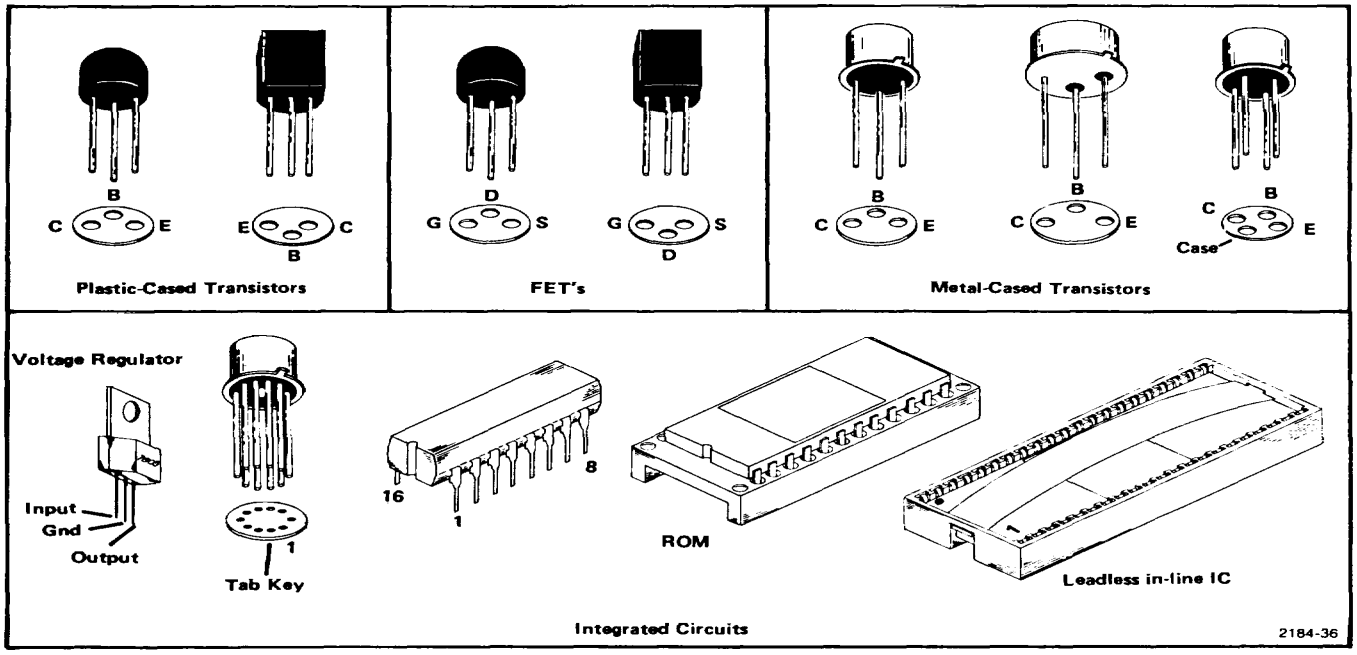

Fig. 5-4. Electrode configuration for semiconductor components.
Transistor and Integrated Circuit Electrode Configuration. Lead identification for the transistors is shown in Fig. 5-4. IC pin-out diagrams are shown, when necessary, on the back of the adjoining pullout schematic diagram.
d. --- Be sure the component (transistor or IC) is insert properly in the socket (see Fig. 5-4 or the manufacture data sheet).
Replacement semiconductors should be of the c type or a direct replacement. Fig. 5-4 shows the configuration of the semiconductors used in this instrument.